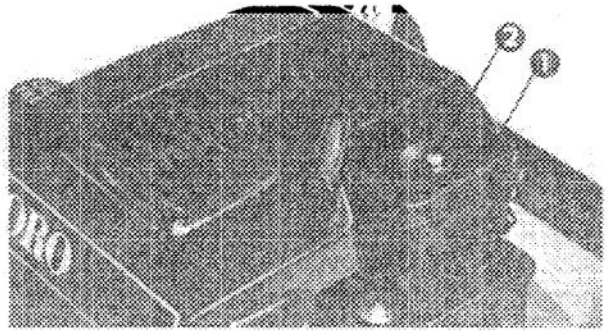

Figure 19
2. Remove screw and cover to expose air cleaner. Remove cover (Fig. 19) and clean dirt from inside and outside surfaces.